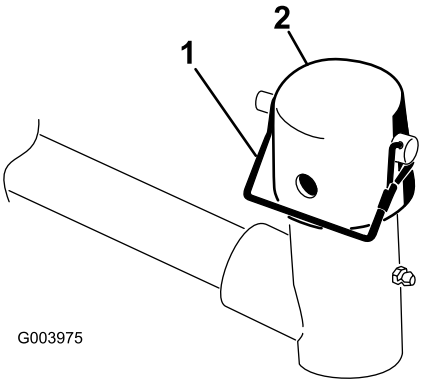

**Figur 6**
6. Fjern låsestiften og hætten fra løftearmens drejegaffel (Figur 6).
10. Fastgør hætte og bærerammens aksel på løftearmsgaflen med låsestiften (Figur 6).